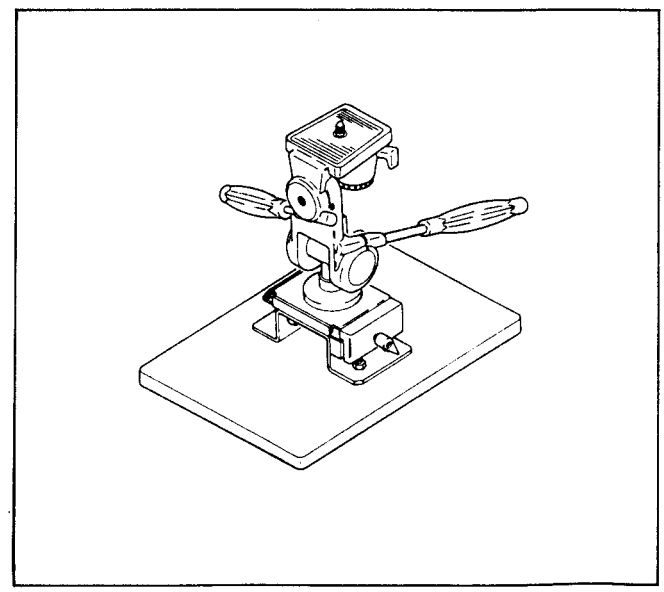

Fig. 1-9
2) When setting CCD-M8E up on a work bench, use a universal head such as shown in Fig. 1-9.